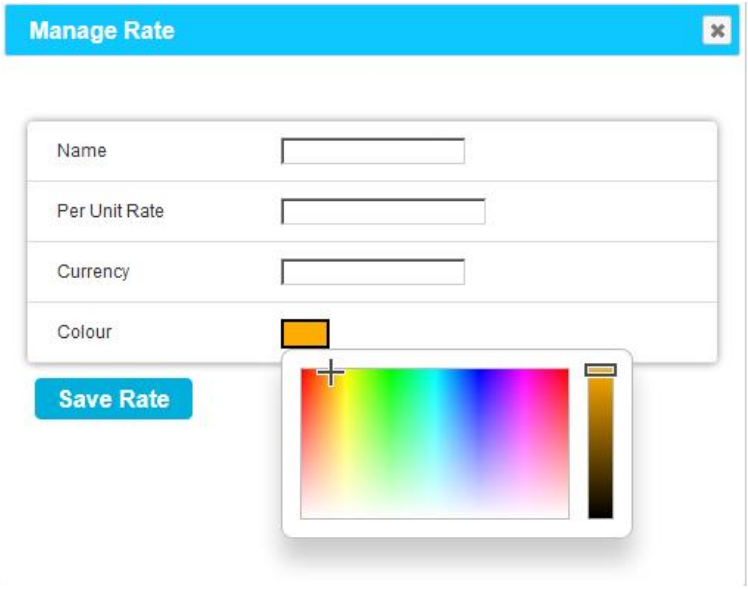

Figure 31
- A **Colour** from the palette to identify/highlight the particular Tariff Rate. See Figure 31 below: